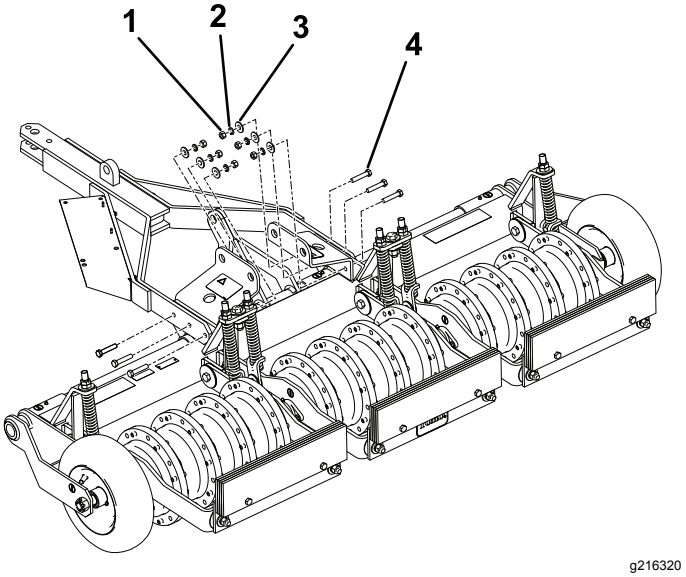

Figur 6
4. Fest koblingsarmenheten og brakettene med monteringsdelene, som vist i Figur 6, og trekk mutterne til 54–74 N·m.